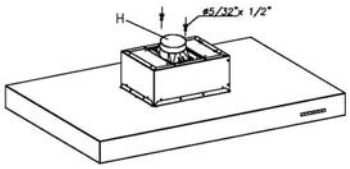

Fig. 1
- Use the two screws to attach the reducer pipe H to the upper platen (Fig. 1). Connect the 6” non-flammable pipe to the opening in the ceiling.